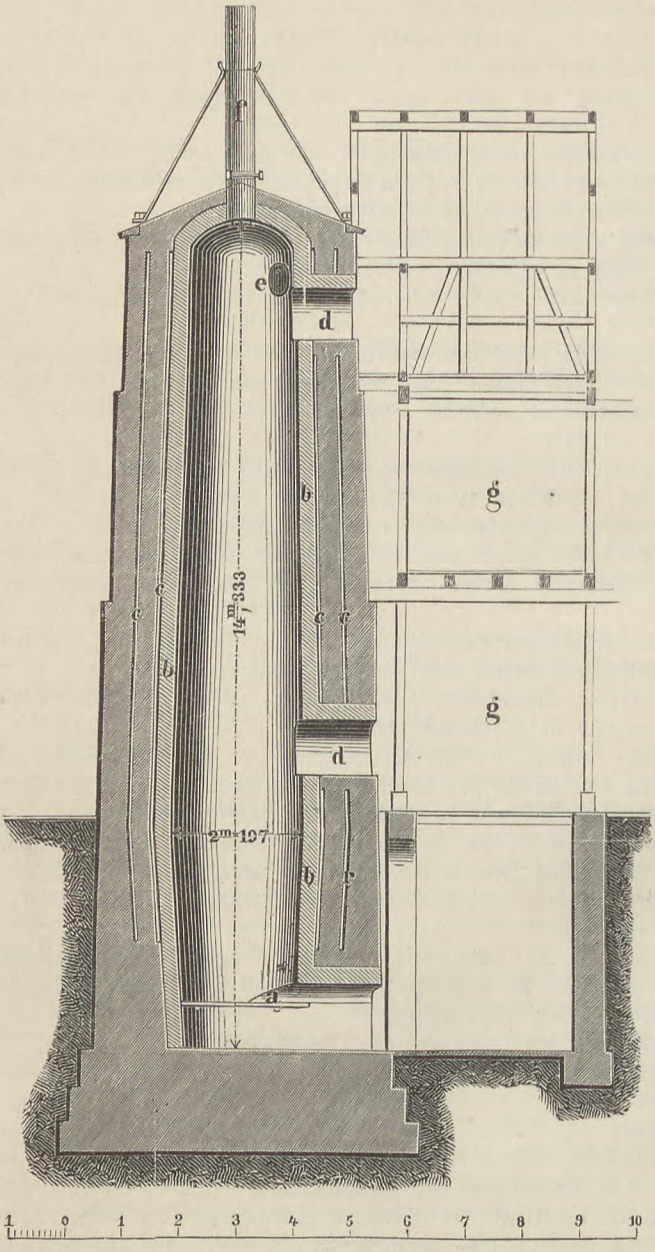

Fig. 339.
a. Der gewöhnliche Schachtofen. Die Zementsteine werden gewöhnlich im Schachtofen Fig. 339 und 340 in abwechselnder Schichtung mit dem Brennstoffe gebrannt; a ist der Rost, b das feuerfeste Backsteinfutter, c c sind Isolierschichten, d d Einsatzthüren, e ist ein Schauloch, f der Blechschornstein mit Abstellschieber, g g sind Lagerräume aus Fachwerk.